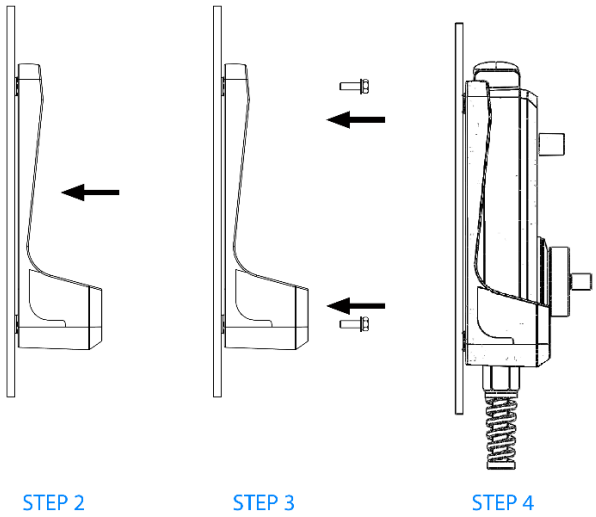
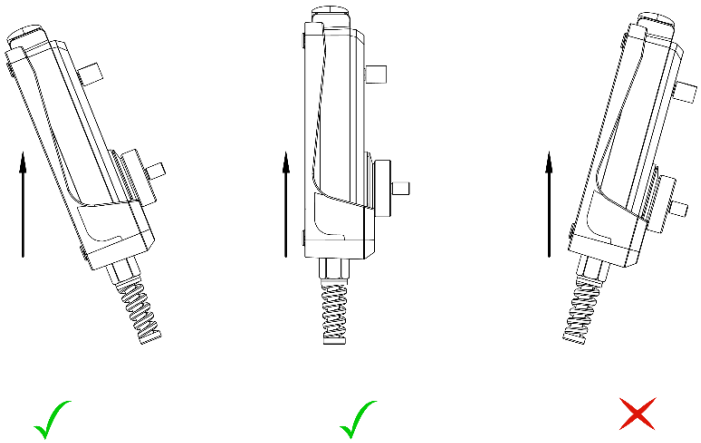

Figure 6-1 Mechanical Mounting of Remote Pendant Cradle
Figure 6-2 Allowable Mounting Angle is vertical or tilted backwards only
- The Remote Pendant must be installed vertically as shown in *Figure 6-1* or tilted backwards as shown in *Figure 6-2*. It must not be mounted tilted forward.